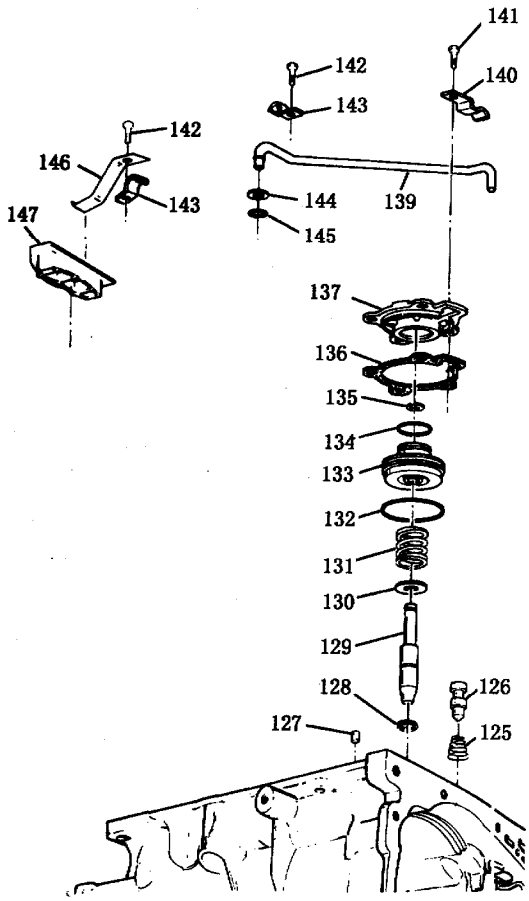

图 4－65　油管和伺服机构
(4) 活塞推杆的测量（如图 4－66）：
①将活塞推杆量规 J28535 装到变速驱动桥壳体 15 上，将活塞推杆 129 装入量规内。
②用一把扭矩扳手施加 11.2N·m 的力矩。
③如果白色线显示在窗口位置说明活塞推杆长度正确。